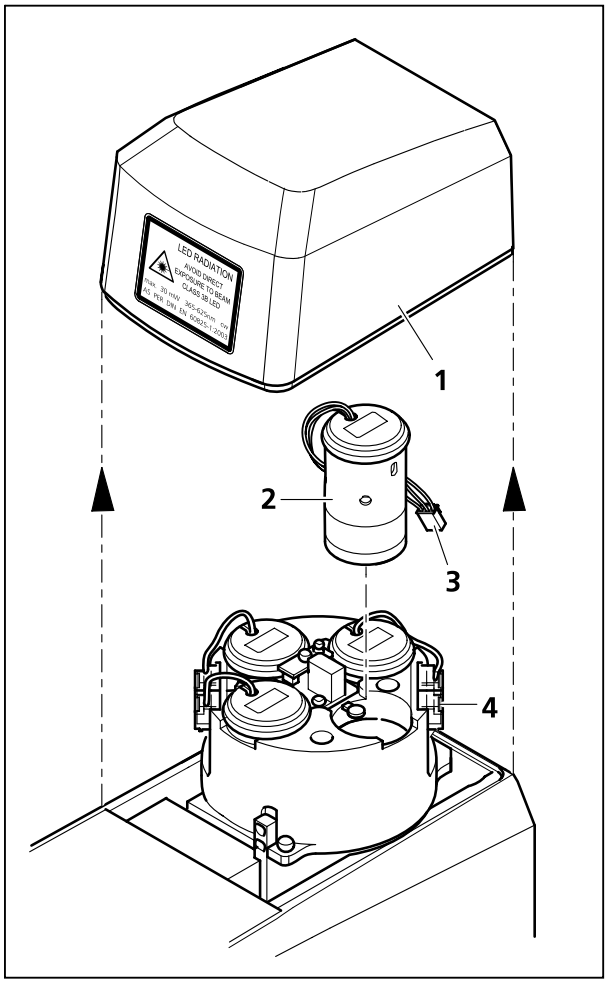

Bild 3-53 LED-Modul wechseln
- Abdeckkappe (Bild 3-53/**1**) vom Stativoberteil nach oben abnehmen.
- Anschlussstecker (Bild 3-53/**3**) des zu wechselnden LED-Moduls (Bild 3-53/**2**) vom entsprechenden Steckplatz (Bild 3-53/**4**) abziehen und LED-Modul nach oben aus der Aufnahme herausziehen.